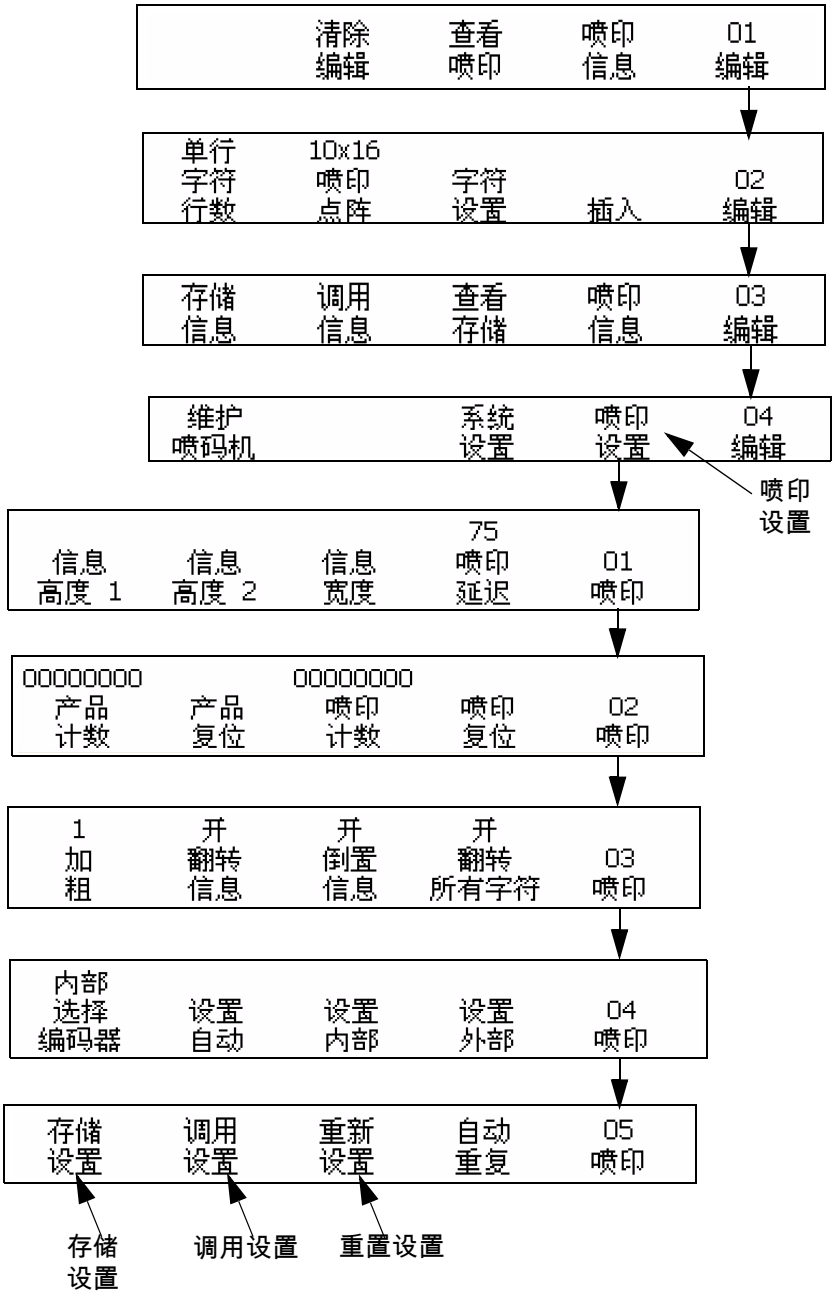

图 7-14: 进入界面 <05 Print（喷印）>
1 从界面<05 Print （喷印）>开始。 请参阅图 7-14 第 7-26 页。
1. 从界面<05 Print （喷印）>开始。 请参阅图 7-14 第 7-26 页。